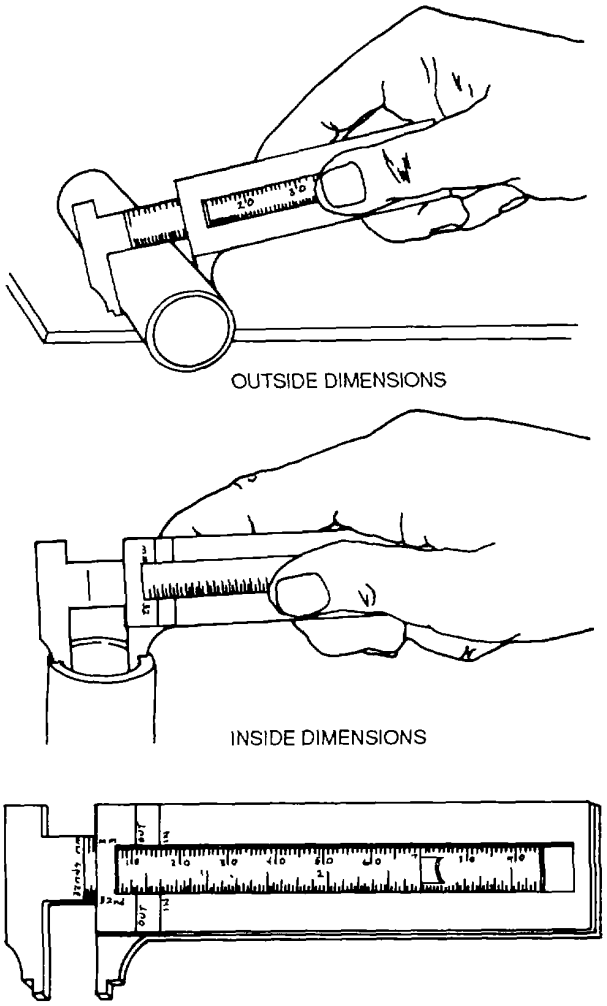

Figure 3-28. Slide Caliper
(5) Slide calipers. Slide pocket calipers have a fixed jaw fastened to the end of a bar and a movable jaw fastened to a frame which slides on this bar. The bar has a scale on it and the frame has two index marks labeled IN and OUT (see figure 3-28). To measure the outside diameter of a round bar or the thickness of a flat bar, the jaws of the caliper are opened and placed over the stock. The movable jaw is then slid forward until the jaws just touch the stock. The calipers may then be removed and the dimension opposite the OUT index mark can be read. To take an inside measurement, the jaws are placed inside and spread apart until they just touch the stock. The dimension may then be read as before, using the IN index mark.